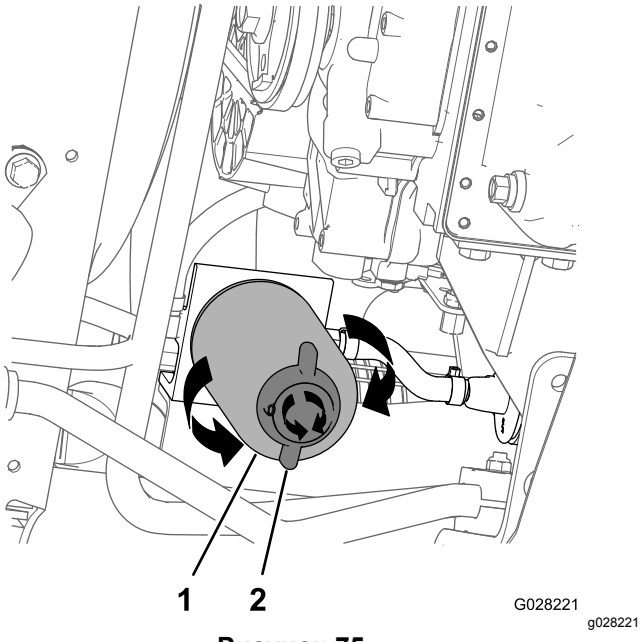

**Рисунок 75**
4. Поместите сливной поддон под топливный фильтр; см.Рисунок 75 в разделе Замена фильтра водоотделителя (страница 67).
2. Установите сливной поддон под фильтр водоотделителя (Рисунок 75).
3. Поверните сливной клапан в нижней части фильтра водоотделителя против часовой стрелки (Рисунок 75).
4. Очистите область вокруг фильтра водоотделителя и крепления переходника фильтра (Рисунок 75).
5. Снимите фильтр водоотделителя (Рисунок 75).
9. Убедитесь, что сливной кран в нижней части фильтра водоотделителя завернут до упора по часовой стрелке (Рисунок 75).